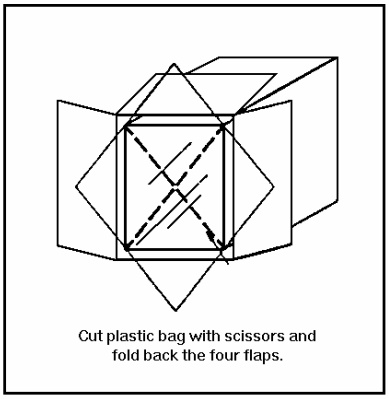

FIGURE 3
d) Remove the polystyrene (foam) packing material, and cut the plastic bag with scissors, as indicated in figure 3.